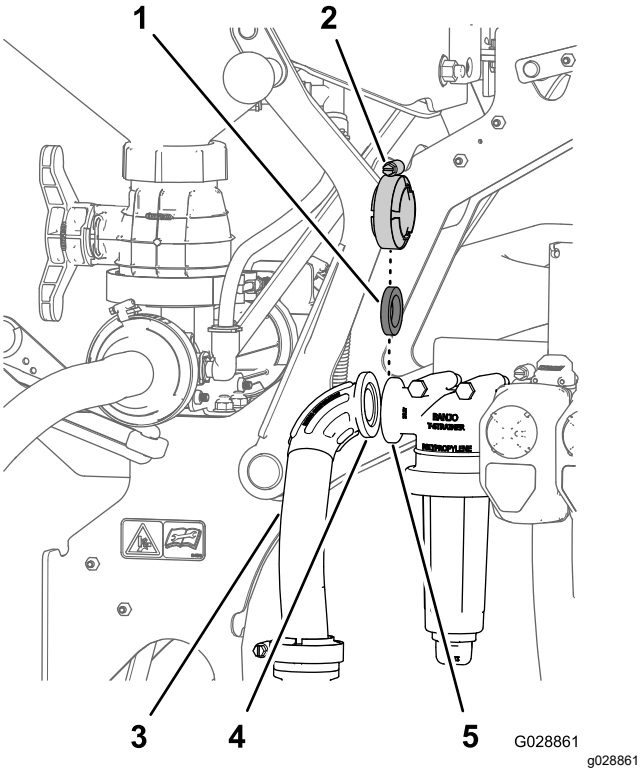

Rysunek 28
1. Ustaw kołnierz kolanka 90° węża wlotowego równo z kołnierzem głowicy filtra ciśnieniowego (Rysunek 28).
2. Zamocuj wąż wlotowy do głowicy filtra ciśnieniowego za pomocą uszczelki i obejmy kołnierza (Rysunek 28) zdemontowanych w kroku 1 w Przygotowanie do montażu zaworu pompy strumieniowej (Strona 13).